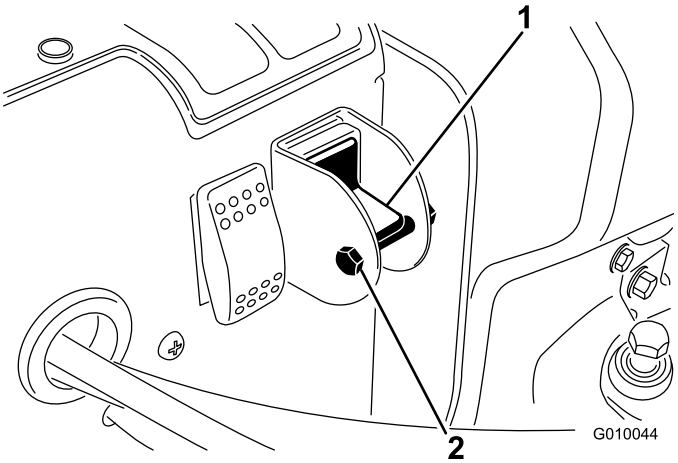

Figuur 30
3. Verwijder de borgbout en de borgmoer van de keuzeschakelaar (Figuur 30).